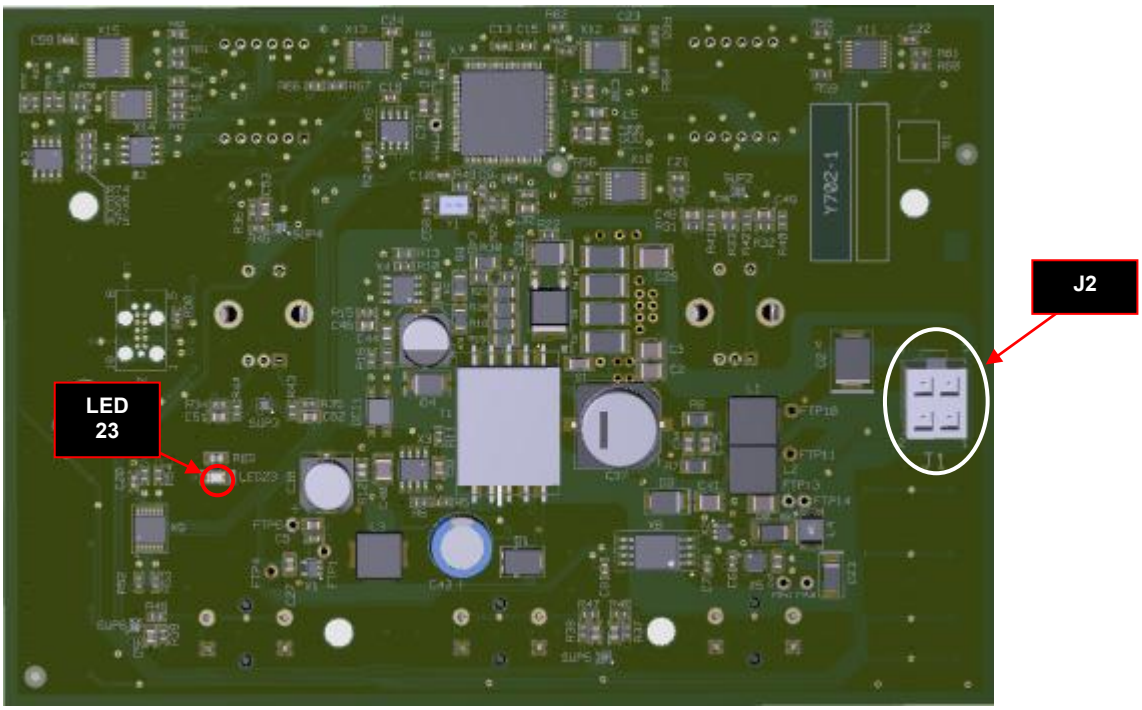

Figure 1 – PF52 User Interface component side
2. Follow the **PF52** User Interface removal procedure available inside this manual to get access to the connector **J2.** See **Figure 1.**
3. Do not unplug the User Interface board from the Feeder. Keep it connected as indicated in **Figure 1.**